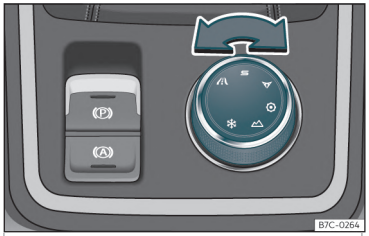

Fig. 146 Consola centrală: butonul Driving Experience.
- Rotiți butonul Driving Experience până când profilul respectiv se aprinde pe afișajul sistemului infotainment, precum și pe butonul Driving Experience››› **fig. 146**.